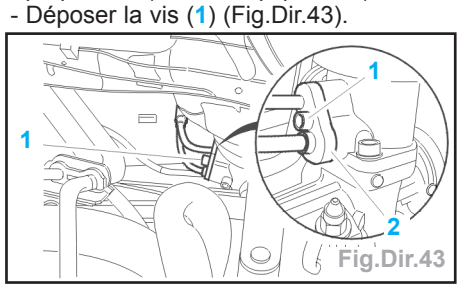

Fig.Dir.43
- Déposer la vis (1) (Fig.Dir.43).